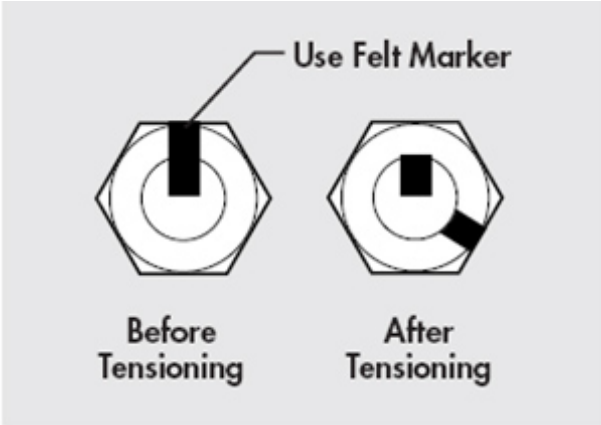
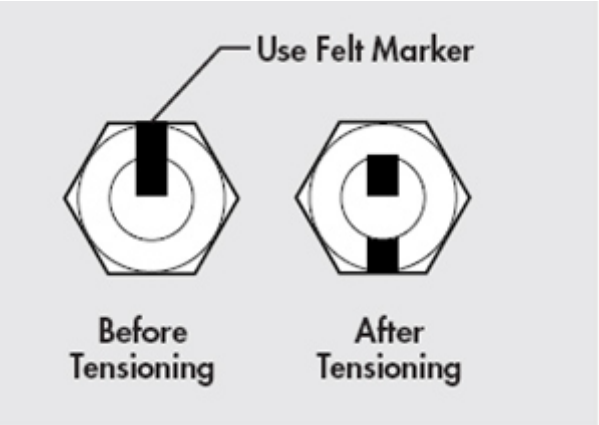

Figure 1-1: Bolts Shorter than 4 Diameters
Figure 1-2: Bolts Longer than 4 Diameters
5. Using a felt-tip marker, mark the nuts and ends of the bolts with a straight line as shown above in Figure 1-1 and Figure 1-2.
Moved 1/3 turn (120°) as shown in Figure 1-1: Bolts Shorter than 4 Diameters (“After Tensioning”)
Moved 1/2 turn (180°) as shown in Figure 1-2: Bolts Longer than 4 Diameters (“After Tensioning”)